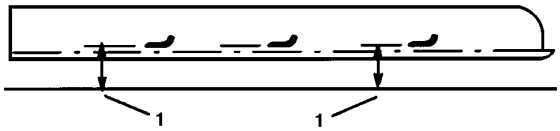
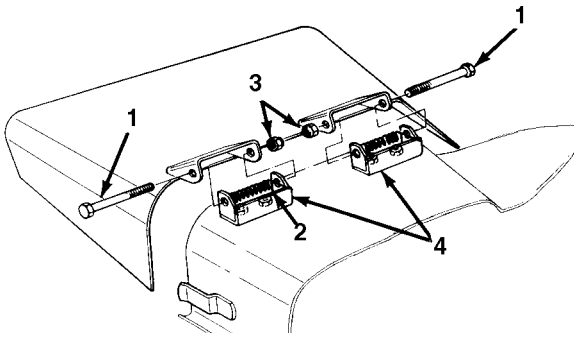

Afbeelding 16
Afbeelding 18
Indien het mes verder slijt, zal zich een gleuf vormen tussen het opstaande randje en het platte gedeelte van het mes (Afb. 16 C). Uiteindelijk kan er een stuk van het mes afbreken en van onder de maaierbehuizing vandaan geworpen worden, hetgeen mogelijk uzelf of omstanders ernstig kan verwonden.
5. Plaats alle drie de messen in de “A”-positie (Afb. 18) en meet de afstand tussen het horizontale vlak tot aan de onderkant van het uiteinde van ieder mes (Afb. 16).
6. Noteer de meetresultaten die verkregen werden in de “A”-positie, draai de messen naar de “B”-positie (Afb. 18), meet de afstand van alle messen tot aan het horizontaal vlak en noteer de meetresultaten (Afb. 16).